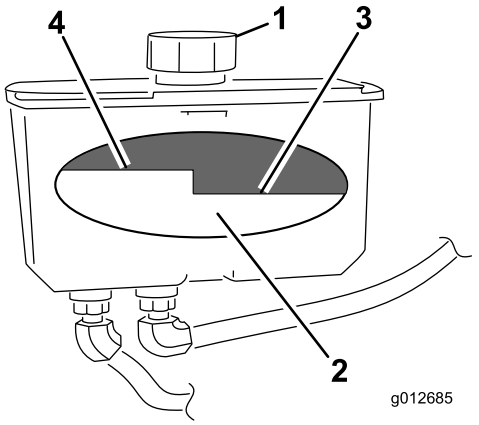

Figur 72
4. Rengjør rundt lokket og påfyllingshalsen på den hydrauliske tanken (Figur 72).
5. Ta lokket av påfyllingshalsen. Se på innsiden for å kontrollere oljenivået i beholderen. (Figur 72).
Merk: Oljenivået skal nå til toppen av nivået ”hot” på skjermen når væsken er varm (Figur 72).